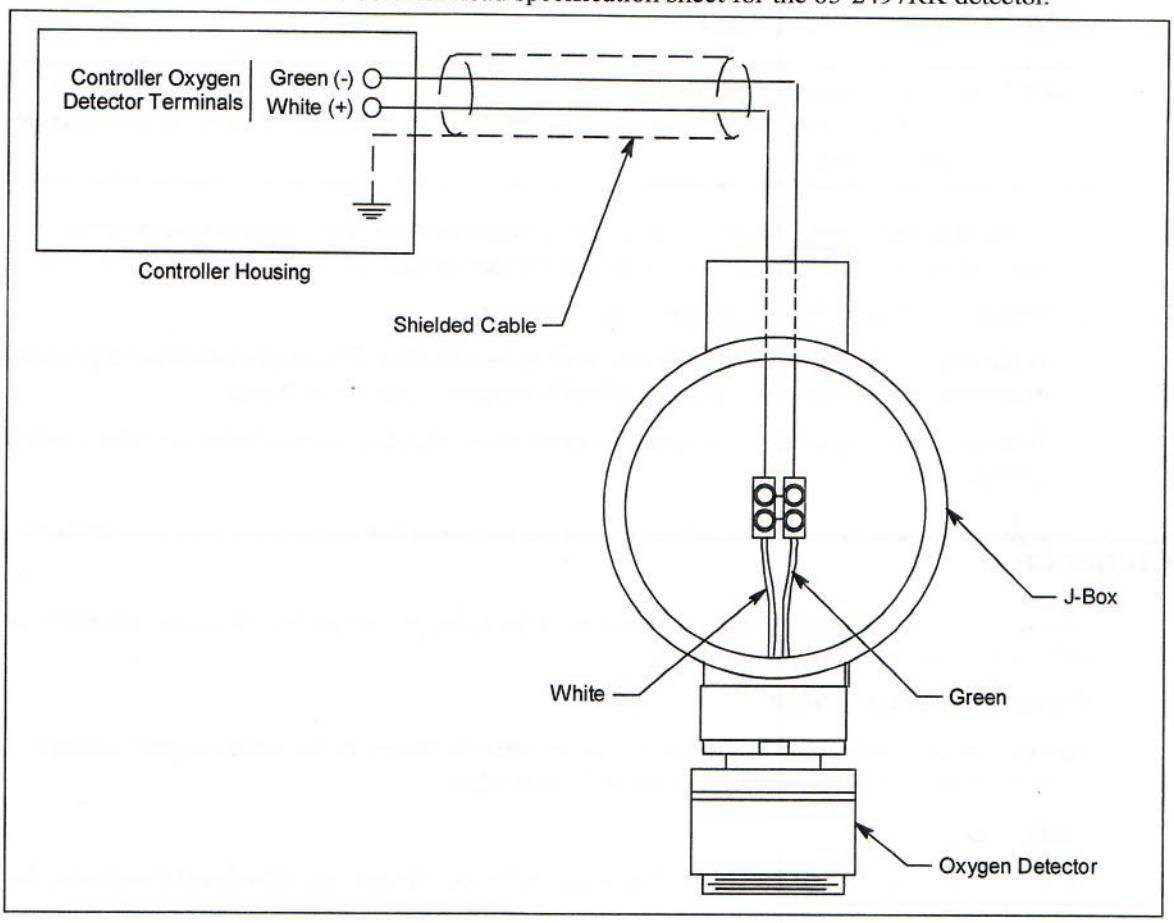

Figure 4: Wiring the Oxygen Detector to a Controller
7. If the detector is installed directly on a controller, connect the detector leads to the appropriate detector terminal strip terminals. See Figure 4 on page 9 for wiring to a generic controller. See the controller operator's manual and the controller's detector head specification sheet for the 65-2494RK detector for wiring specific to your controller.
If the detector is installed remotely from a controller in a junction box, connect the detector leads to the terminal block the same way the old detector was wired (see Figure 4 on page 9). See the controller operator's manual and the controller's detector head specification sheet for the 65-2497RK detector to verify the connections to the controller are correct.